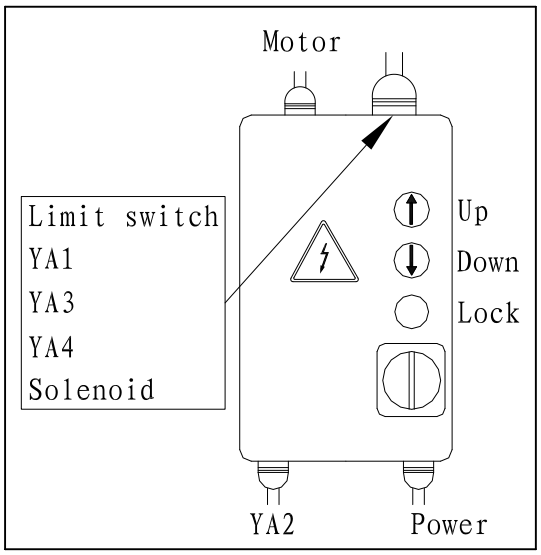

Fig. 36
4.4.3.2 Collegare l'alimentazione e il circuito di comando alla morsettiera del quadro (Fig. 36), inserendo il cavo nel ponte attraverso il foro predisposto e seguendo lo schema elettrico richiamato a pagina 23 dell'originale.
4.4.3.4 Chiudere il coperchio del quadro elettrico, portare l'interruttore generale su 1 e premere il pulsante di salita (Fig. 36). Il senso di rotazione del motore deve corrispondere alla freccia sulla pompa.